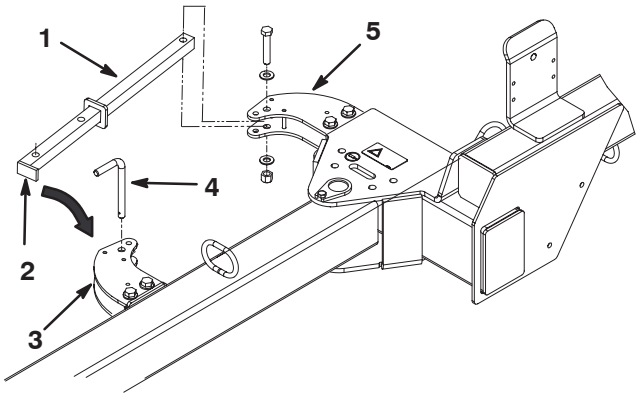

Bild 4
2. Setzen Sie das geschweißte Laschenende des Aktuatorarms zwischen die geschweißten Stifte in der vorderen Aktuatorlasche (Bild 4).
3. Befestigen Sie den Aktuatorarm mit einem Kupplungsstift an der vorderen Aktuatorlasche (Bild 4).
4. Setzen Sie das hintere Ende des Aktuatorarms in die hintere Aktuatorlasche, richten Sie gleichzeitig die Befestigungslöcher aus (Bild 4).
5. Befestigen Sie den Aktuatorarm mit einer 1/2–13 x 2–3/4 Zoll Kopfschraube, (2) 0,531 x 0,063 Flachscheiben und einer 1/2–13 Sicherungsmutter. Platzieren Sie die Bestandteile, wie in Bild 4 dargestellt.